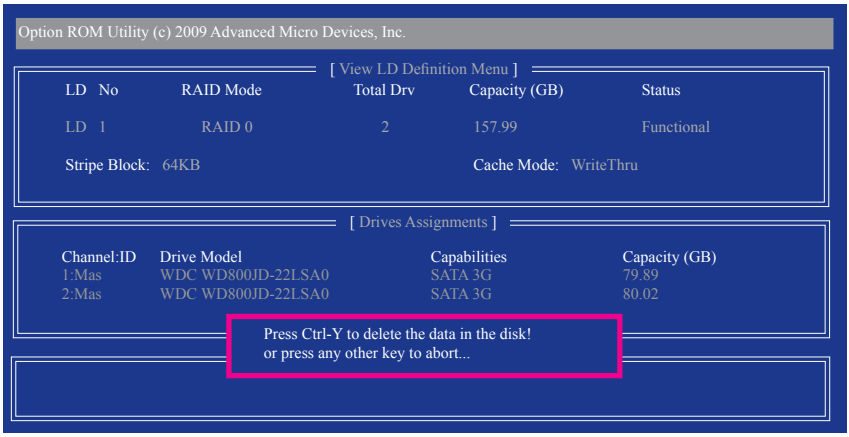

図 9
2. **View LD Definition Menu** が表示され（図 9 を参照）、このアレイに割り当てられたドライブを示します。中断するアレイまたは保管キーを削除する場合、<Ctrl>+<Y> を押します。